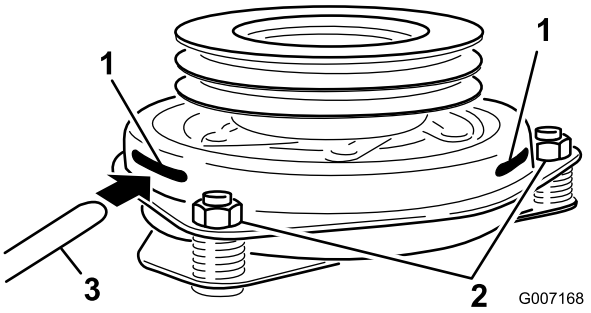

Figur 63
8. För in ett bladmått på 0,381–0,533 mm genom ett av inspektionshålen på sidan av enheten. Se till att bladmåttet förs in mellan beslaget och rotorns friktionsytor (Figur 63).
9. Dra åt låsmuttrarna tills du känner ett motstånd i bladmåttet, men ändå kan röra det inom luftgapet (Figur 63) utan problem.